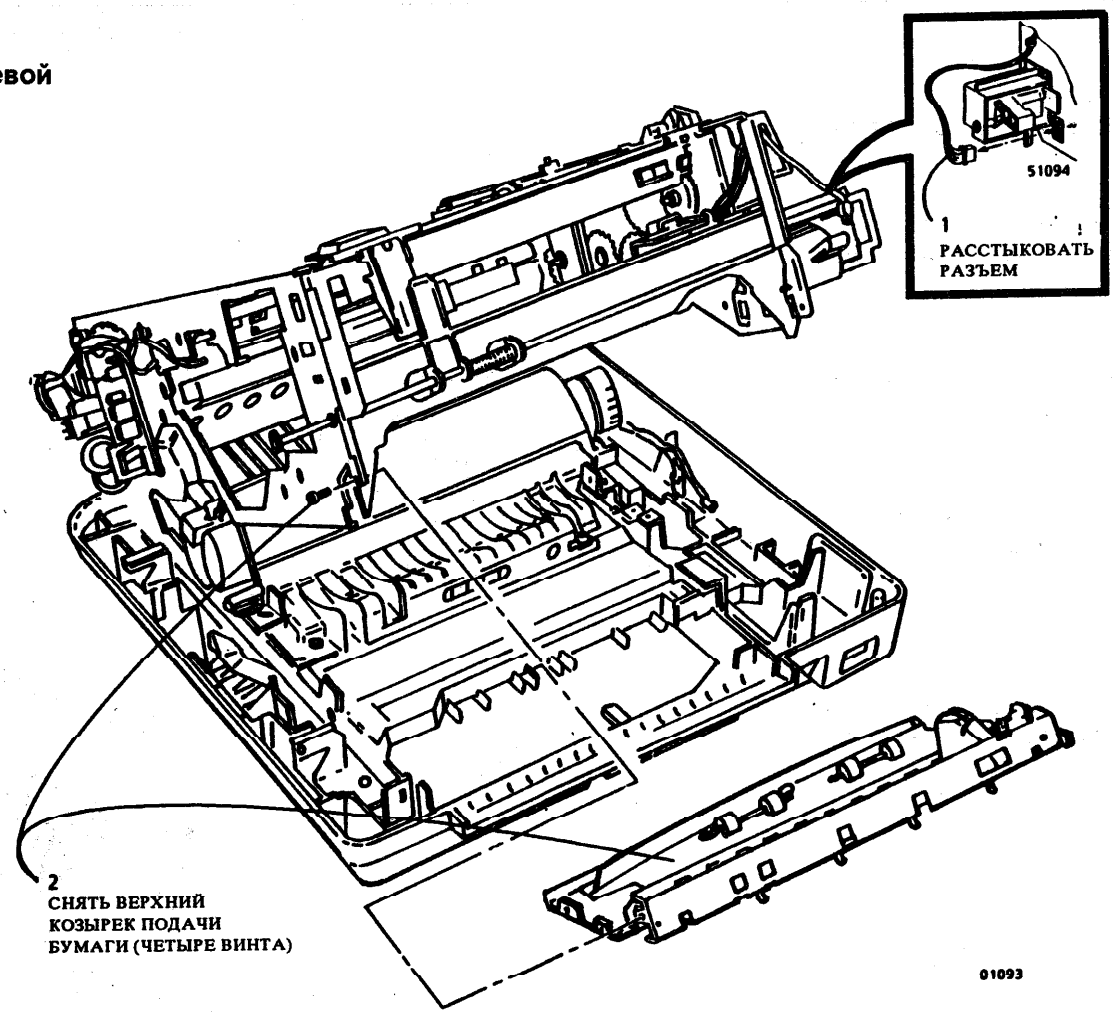

Рис. 1. Снятие верхнего козырька подачи бумаги
3. (Рис. 1): Снять верхний козырек системы подачи бумаги.